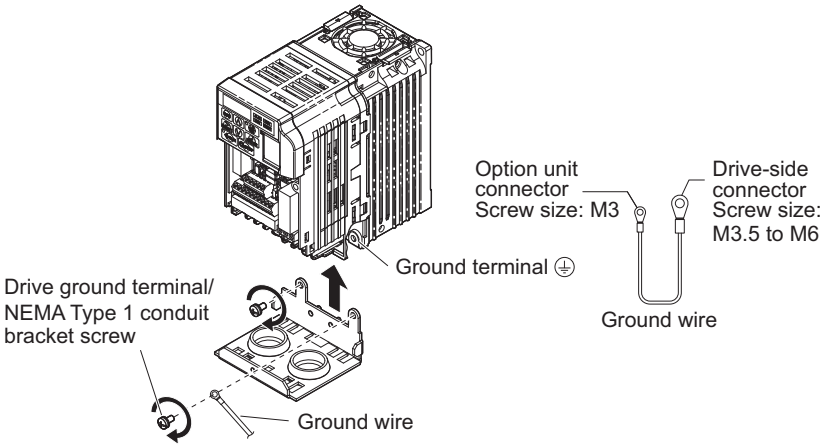

Figure 11 Reattach the NEMA Type 1 Conduit Bracket and Connect the Ground Wire for models CIMR-V□BA0001F to BA0003F, 2A0001F to 2A0006F
8. On NEMA Type 1 enclosure models (CIMR-V□BA0001F to BA0003F, 2A0001F to 2A0006F), the screw for the drive ground terminal also acts as one of the screws that attaches the NEMA Type 1 conduit bracket to the drive. Reattach the NEMA Type 1 conduit bracket according to ***Figure 11*** and connect the drive-side of the ground wire to the drive ground terminal.